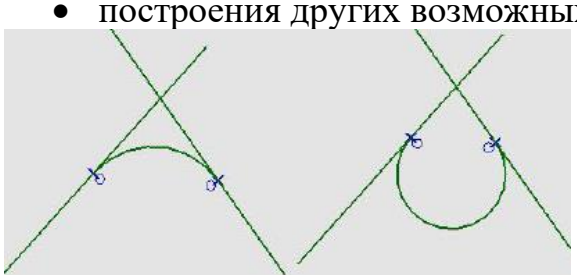

Рисунок 18. Альтернативное скругление
- построения других возможных скруглений (рис. 18).